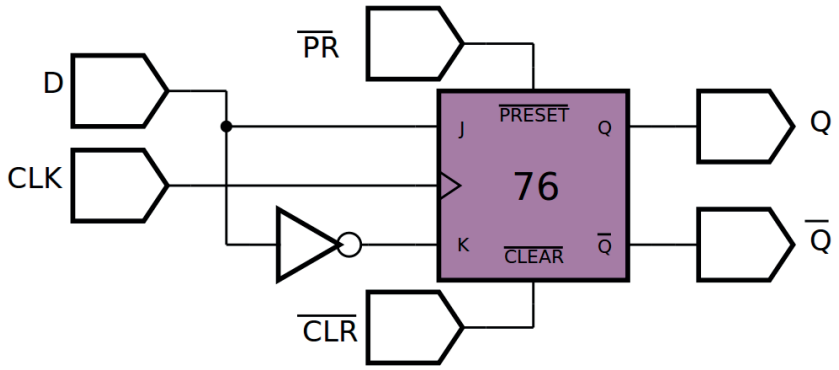

Figura 9.32 – Diagrama esquemático.
4. Utilize um programa de simulação em computador (SmartSim, Atanua, Qucs) faça a simulação do circuito da figura 9.32. Compare os resultados com a tabela 9.18.